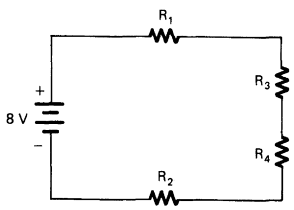

FIGURE 3-2C Four-resistor series circuit.
4. In Fig. 3-2C, if 100 mA of current is flowing through R_1, how much current is flowing through R_2, R_3, and R_4?
5. How many paths for current are illustrated in the circuit of Fig. 3-2C? _____
6. What is the total voltage drop in the circuit illustrated in Fig. 3-2C? _____